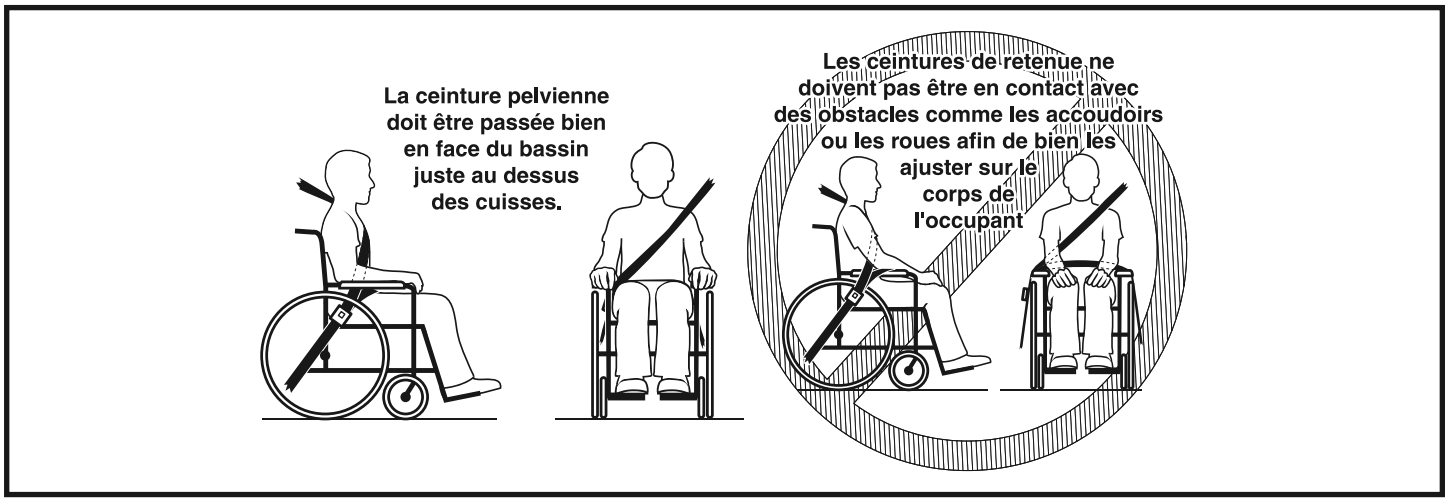

Figure 13. Position adéquate de la ceinture pelvienne
- Certaines composantes du fauteuil motorisé tel que les accoudoirs et les roues peuvent nuire à l'ajustement des ceintures. Il se peut que vous ayez à insérer la courroie entre l'accoudoir et le dossier ou entre le siège et le dossier afin de ne pas placer la ceinture pelvienne par dessus l'accoudoir. **Voir la figure 13.**